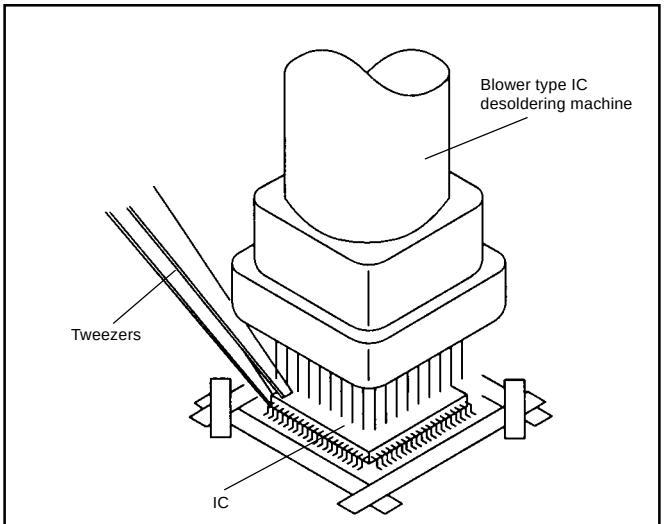

Fig. 5-3
3. When IC starts moving back and forth easily after desoldering completely, pickup the corner of the IC using a tweezers and remove the IC by moving with the IC desoldering machine. **(Refer to Fig. 5-3.)**